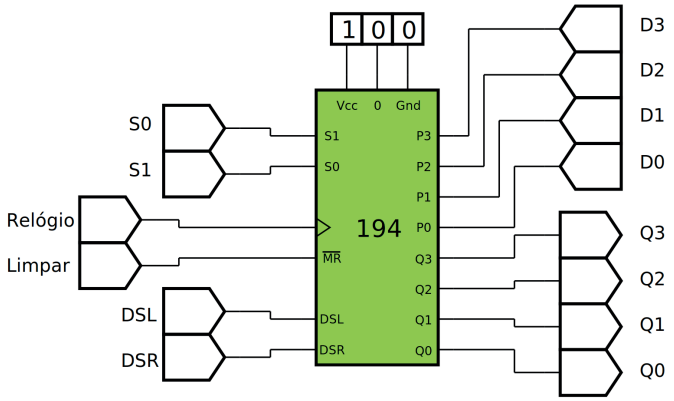

Figura 11.17 – Diagrama esquemático.
4. Utilize um programa de simulação em computador (SmartSim, Atanua, Qucs) faça a simulação do circuito da figura 11.17. Compare os resultados com a tabela 11.6.